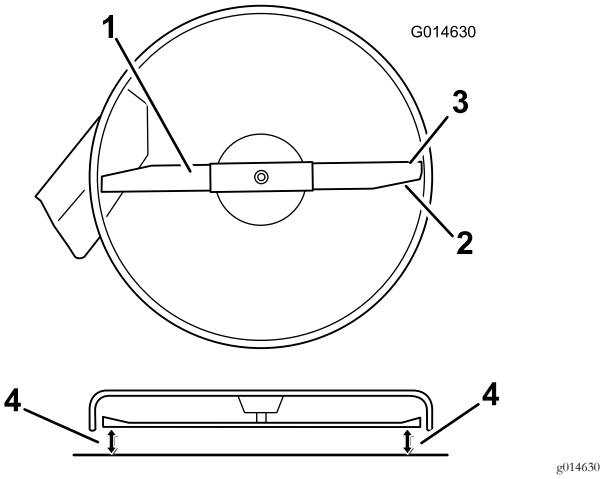
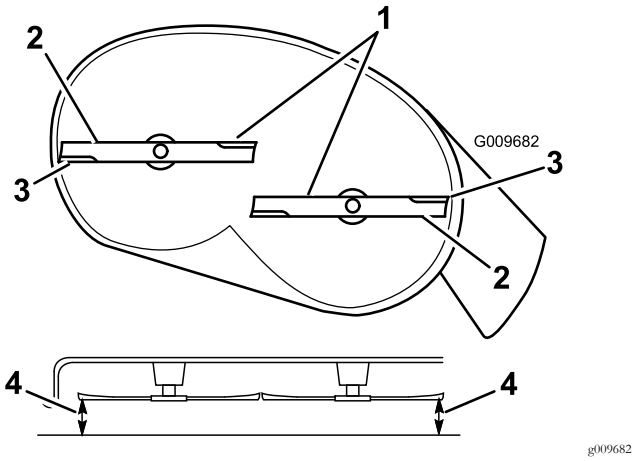

Figuur 60
Figuur 61
4. Draai het mes/de messen voorzichtig zodat ze zij aan zij staan (Figuur 60 en Figuur 61).
5. Meet tussen de buitenste snijranden en de vlakke ondergrond (Figuur 60 en Figuur 61).